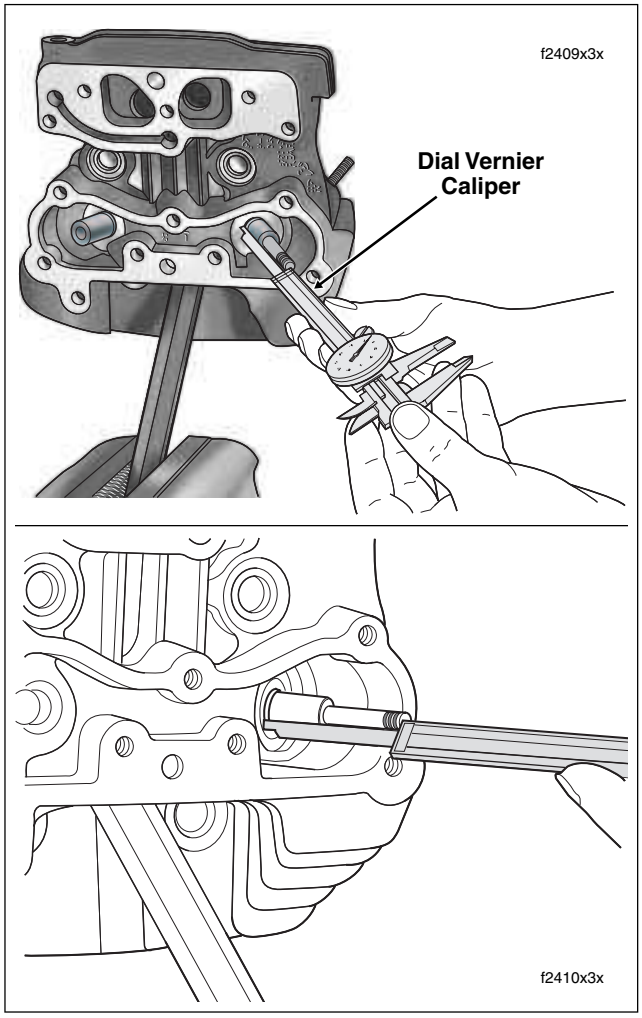

Figure 3-77. Measure Valve Stem Protrusion
6. Placing finger at bottom of valve to keep valve seated, use a dial vernier caliper to check the distance from the top of the valve stem to the machined area on the cylinder head. See Figure 3-77.